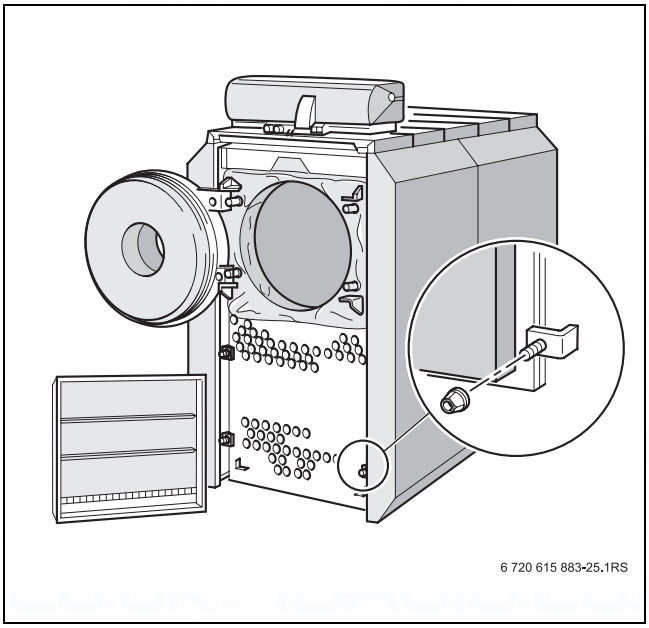

Fig. 30 Removing the return hood and opening the burner door
- Put the return bonnet in place and seal it tight with the clamping angle (→ Fig. 30, page 40). Pay attention to fitted position.